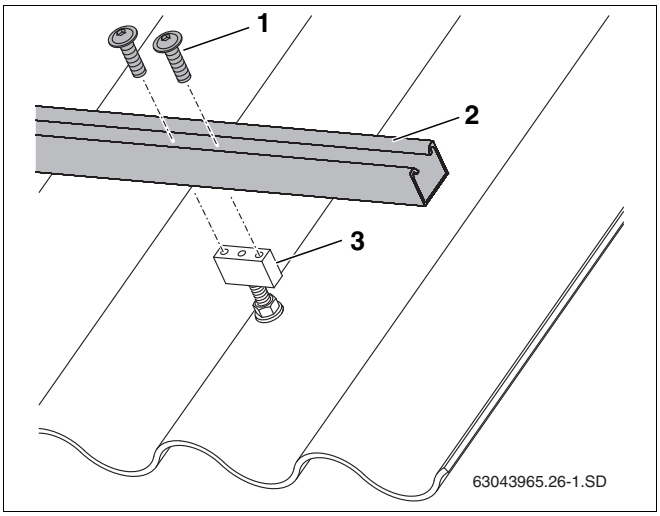

Рис. 25 Крепление профильной рейки к бобышке
- Закрепите профильные рейки (рис. 25, **поз. 2**) двумя винтами (рис. 25, **поз. 1**).